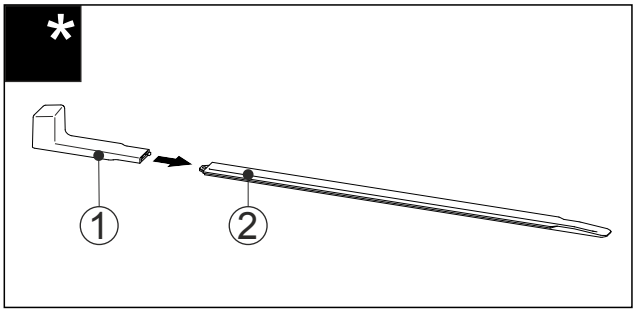

Fig. 59
▶ Attach the installation handle *Fig. 59 (1)* to the levelling rail *Fig. 59 (2)*.